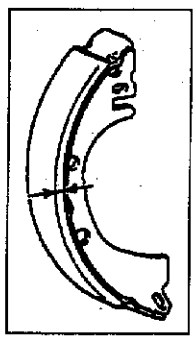

图 5－2－19
②在磨损最严重的位置测量摩擦衬片的磨损情况，如图 5－2－19 所示。